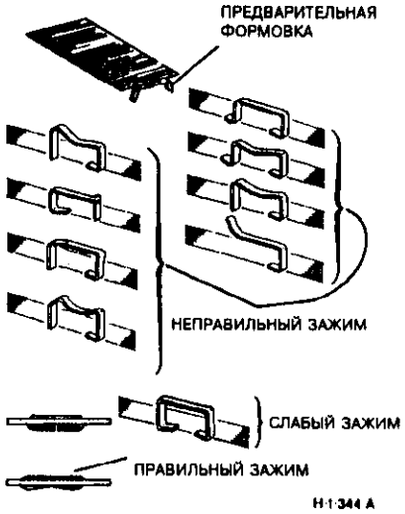

Рисунок 1. Заранее загнутые и неправильно загнутые скобки
2. (Рисунок 1) Если копии не сшиваются, скрепки загибаются неправильно или выпадают, выполните пункт **"Удаление застрявших скрепок" (этап 1).**